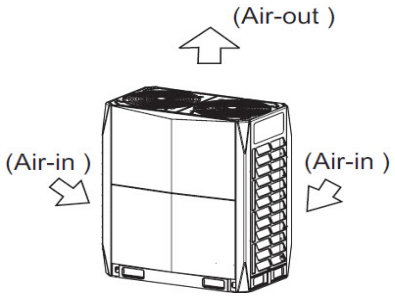
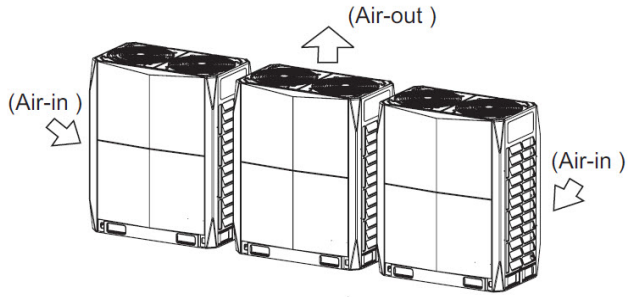

Fig. 8 —Single Unit Installation
Fig. 9 —Multiple or Parallel Unit Installation
Step 2 — Position the Unit — Units are recommended for outdoor use. For single unit installation, see Fig. 8. For multiple or parallel unit installation, see Fig. 9. The unit should be mounted on concrete and fastened to anchor bolts to prevent the unit from tipping. Units installed in areas that are exposed to ambient temperatures below freezing (32°F) should be installed on a snow/ice stand as defined by local codes.